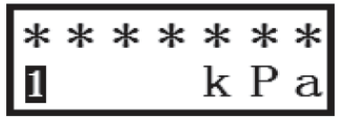

图 15
2.3 输入一次“确认”键，进入变量查看功能。此时将显示第一个变量“当前压力/差压值”、工程单位及变量序号，显示器显示如图 15 所示（假设此时的工程单位为“kPa”）；
2.6 输入一次“右”键，则又显示第一个变量，显示器显示如图 15 所示；